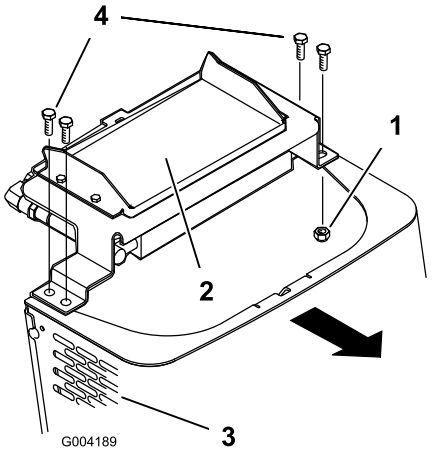

**Figuur 31**
6. Verwijder de borstbouten en moeren waarmee de oliekoeler aan de bovenzijde van het voorscherm is bevestigd (Figuur 31).